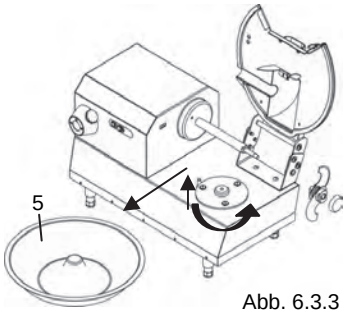

Abb. 6.3.3
- Wanne entgegen Uhrzeigersinn drehen 5 Abb. 6.3.3, damit diese aus ihrem Sitz genommen werden kann.
- Nach erfolgter Ausführung des Arbeitsgangs gemäß Beschreibung in Abs. 6.4 das Rohr, Bez. 6 - Abb. 6.3.3, herausziehen.